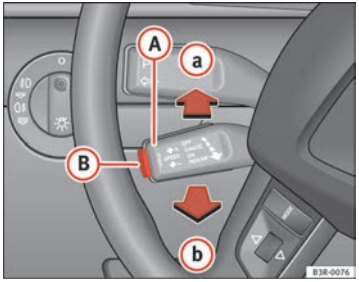

Fig. 141 Controls for the cruise control system
– Press the lever (A) ⇒ fig. 141 to position (a) (click stop not engaged).